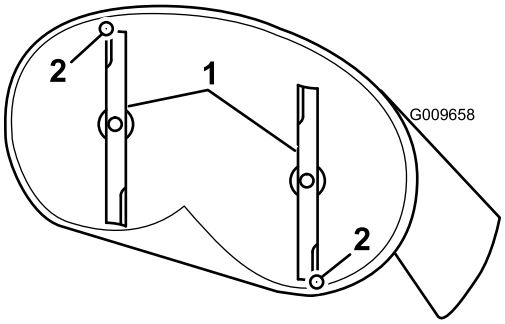
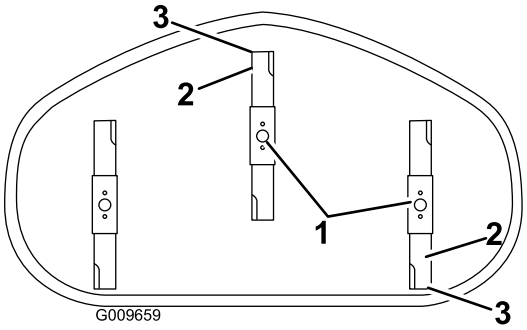

**Figur 64**
**Figur 65**
4. Roter knivene forsiktig slik at de står på langs (Figur 64 og Figur 65).
5. Mål fra tuppen på den fremre kniven til den flate overflaten, og tuppen på den bakre kniven til den flate overflaten (Figur 64 og Figur 65). Hvis den fremre knivtuppen ikke er 1,6–7,9 mm lavere enn den bakre knivtuppen, må du justere den fremre låsemutteren.
8. Kontroller knivens hellingsvinkel på langs på nytt etter justering. Fortsett å justere mutteren til den fremre knivtuppen er 1,6–7,9 mm lavere enn bakre knivtupp (Figur 64 og Figur 65).